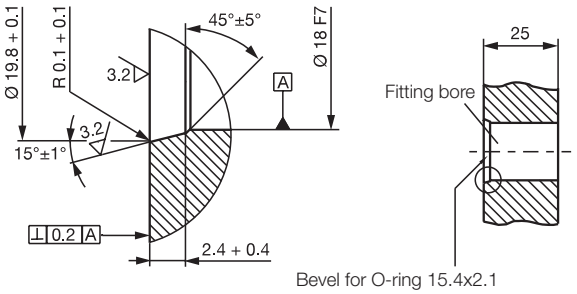

Fig. 4-4: Fitting bore for installing the BTL with O-ring
Fitting bore: The mounting surface of the BTL must make full contact with the supporting surface. A suitable O-ring must completely seal the bore, i.e. the countersink for the O-ring must be produced according to Fig. 4-4.
The depth of the mounting hole must be at least 25 mm (see Fig. 4-4).
- ► The mounting surface of the BTL must make full contact with the supporting surface. A suitable O-ring must completely seal the bore, i.e. the countersink for the O-ring must be produced according to Fig. 4-4.